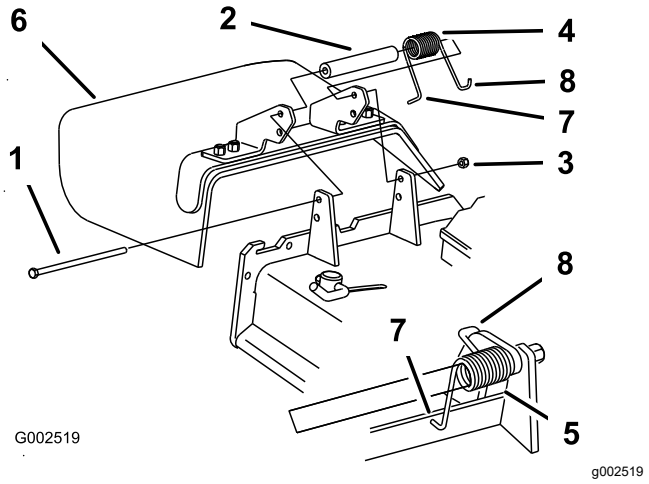

Rysunek 114
1. Odkręć przeciwnakrętkę, śrubę, sprężynę i element dystansowy mocujące deflektor do wsporników osi obrotu (Rysunek 114).
Informacja: Przed przykręceniem śruby w sposób pokazany na Rysunek 114 upewnij się, że koniec sprężyny w kształcie litery **L** jest zaczepiony za krawędź podwozia.
5. Umieść koniec sprężyny z zaczepem w kształcie litery **J** wokół deflektora trawy (Rysunek 114).